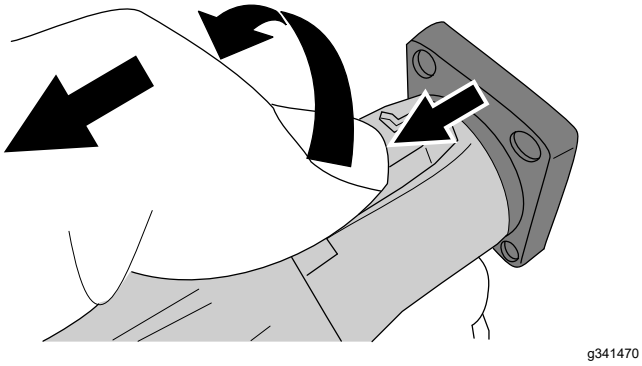

**Figur 25**
8. Skyv knappen på støpselet tilbake, vri støpselet mot klokken og trekk støpselet ut av stikkontakten (Figur 25).